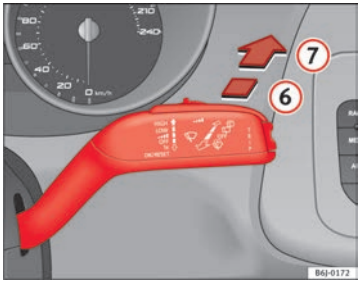

Fig. 65 Windscreen wiper and windscreen wash lever: rear window wiper
– Press the lever forwards to position (6) ⇒ fig. 65. The wiper will wipe the window approximately every 6 seconds.
– Press the lever fully forwards to position (7) ⇒ fig. 65. The rear wiper and washer operate at the same time. The windscreen wash system will function as long as you hold the lever in this position.